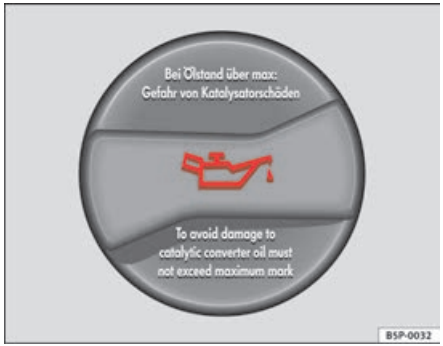

Fig. 129 In the engine compartment: Engine oil filler cap
– Unscrew cap from oil filler opening ⇒ fig. 129.
– As soon as the oil level is in area (B), carefully close the cap.